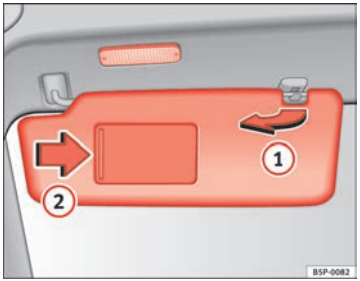

Fig. 84 Sun visor on the driver side
The sun visors for the driver and the front passenger can be pulled out of their mountings in the centre of the vehicle and turned towards the doors ⇒ fig. 84 (1).